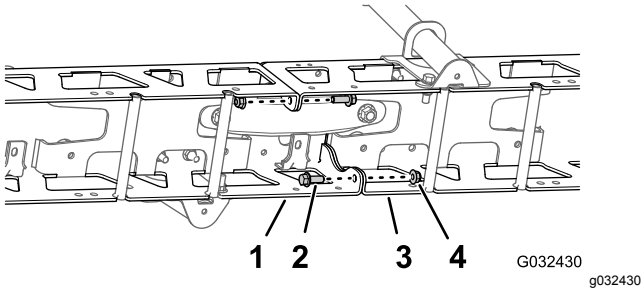

Rysunek 50
1. Odkręć 2 śruby kołnierzowe (3/8 x 1 cal) i 2 nakrętki zabezpieczające (3/8 cala) mocujące pionowe kołnierze lewej i prawej ramy kratownicowej (Rysunek 50).